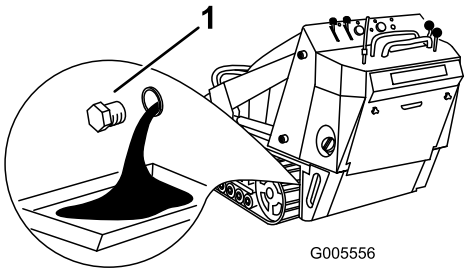

Figuur 36
4. Verwijder de aftapplug (Figuur 36).